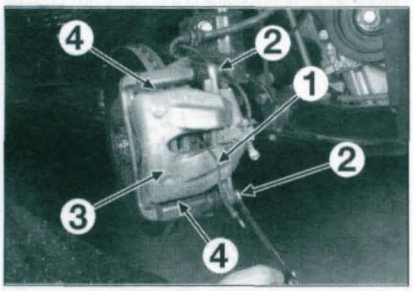

FIGURE 7-4
- Débrancher le fil de témoin d'usure (1) **(figure 7-4)**.
- Déposer les vis de colonnette (2).
- Basculer l'étrier (3) vers le haut.
- remplacer les pièces défectueuses. Si livrées, remplacer également les épingles (4) **(figure 7-4)**.